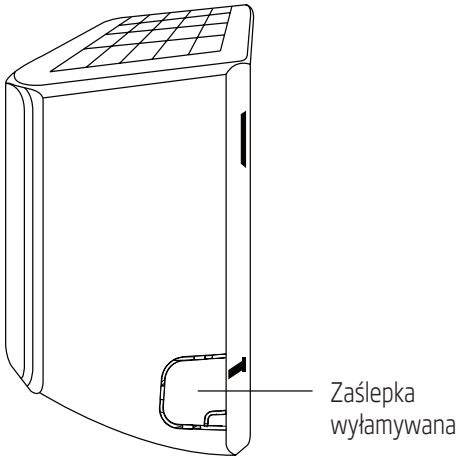

Rys. 5.3
2. Jeśli otwór ścienny znajduje się za jednostką, zaślepki wyłamywane należy pozostawić na swoim miejscu. Jeśli otwór ścienny znajduje się z boku jednostki wewnętrznej, zaślepki wyłamywane należy usunąć z boku jednostki. (Patrz Rys. 5.3) Dzięki temu uzyskamy szczelinę, przez którą rury będą mogły wyjść z jednostki. Użyć szczypiec szpiczastych, jeśli zaślepkę wyłamywaną trudno jest usunąć ręką.